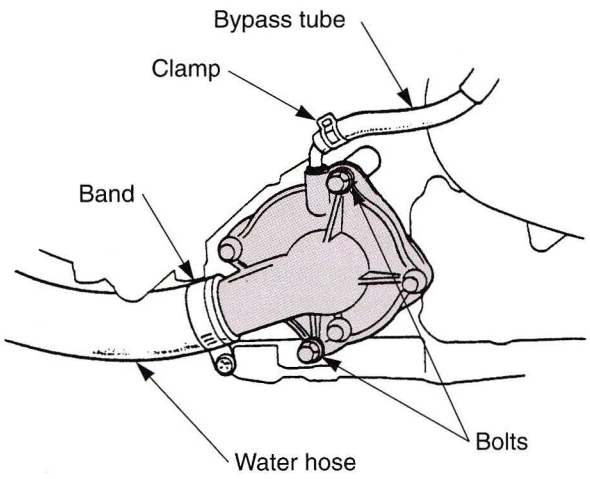

Figure 11-16. Components to be disconnected when removing a water pump. (Honda Motor Co., Ltd.)
1. Drain the engine oil and coolant. Remove the water pump mounting bolts. Disconnect the water hoses and bypass tube, then remove the water pump. See **Figure 11-16.**